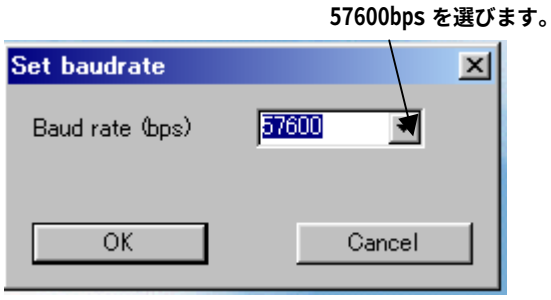

図３０　「Ｓｅｔ　ｂａｕｄｒａｔｅ」ウインドウ
⑤　「Ｓｅｔｔｉｎｇ」ボタンを押します。図３０で示されるウインドウ内の「Ｂａｕｄｒａｔｅ」設定プルダウンメニューからボーレートを図のように５７６００を選んで下さい。設定後、「ＯＫ」ボタンを押して下さい。